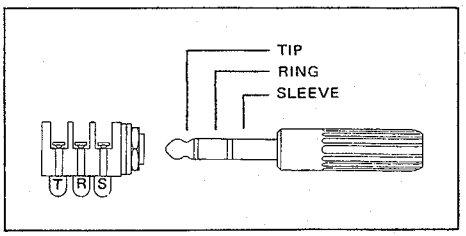

Fig. 3
10.1.3. Kopfhörerbuchse PHONES (Fig. 3)
10.1.4. Mikrofon-Eingänge (Fig. 3)
10.1.3. Headphones socket PHONES (Fig. 3)
10.1.4. Microphone inputs (Fig. 3)
10.1.3. Prise pour casque PHONES (Fig. 3)
10.1.4. Entrées microphone (Fig. 3)